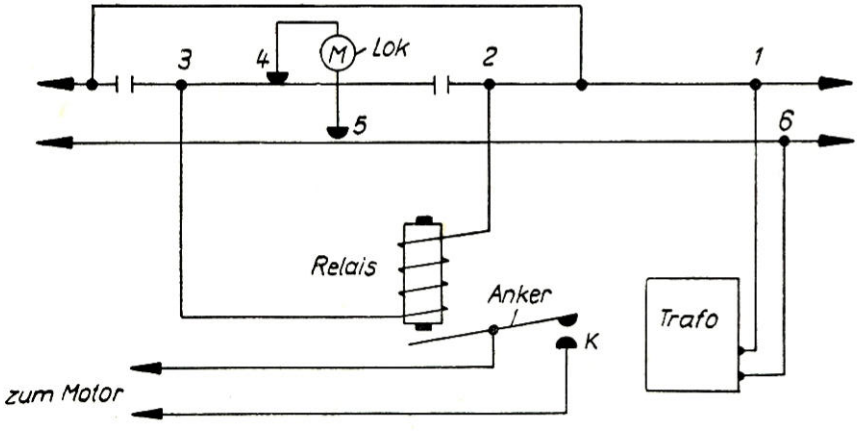

Bild 97
stromlose Strecke entsteht. Sie wird als Schaltstrecke benutzt. Wir überbrücken sie darum wieder mit dem Relais und haben damit die Forderung erfüllt, daß es in einer Zuleitung liegt. Im Bild 97 können wir gut den Stromverlauf verfolgen. Er führt vom Transformator zur Schiene (1), geht bei (2) zum Relais und kehrt zur Schiene (3) zurück. Sobald nun eine Lok die Schaltstrecke befährt, können wir den Stromverlauf an den eingezeichneten Zahlen weiter verfolgen. Er geht zum Schleifer (4) über den Lokmotor zum Schleifer (5) und kommt bei (6) zum Trafo zurück. Der Stromkreis ist geschlossen. Lokmotor und Stromkreis sind in Reihe geschaltet.